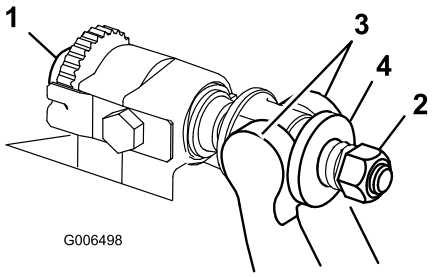

Bild 26
1. Drehen Sie die Einstellschrauben des Untermesserträgers nach links, damit sich der Abstand zwischen Untermesser und Spindel vergrößert (Bild 26).
2. Drehen Sie die Federspannungsmutter so weit hinaus, bis die Scheibe nicht mehr gegen den Untermesserträger angespannt ist (Bild 26).